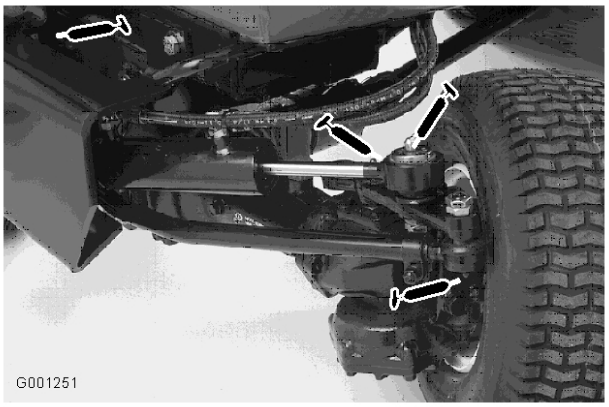

Figur 44
- Dragstångsändar (2) (Figur 44)
- Cylinderstångsändar (2) (Figur 44)
- Styrtappar (2) (Figur 44)
- Axelns svängtapp (Figur 44)